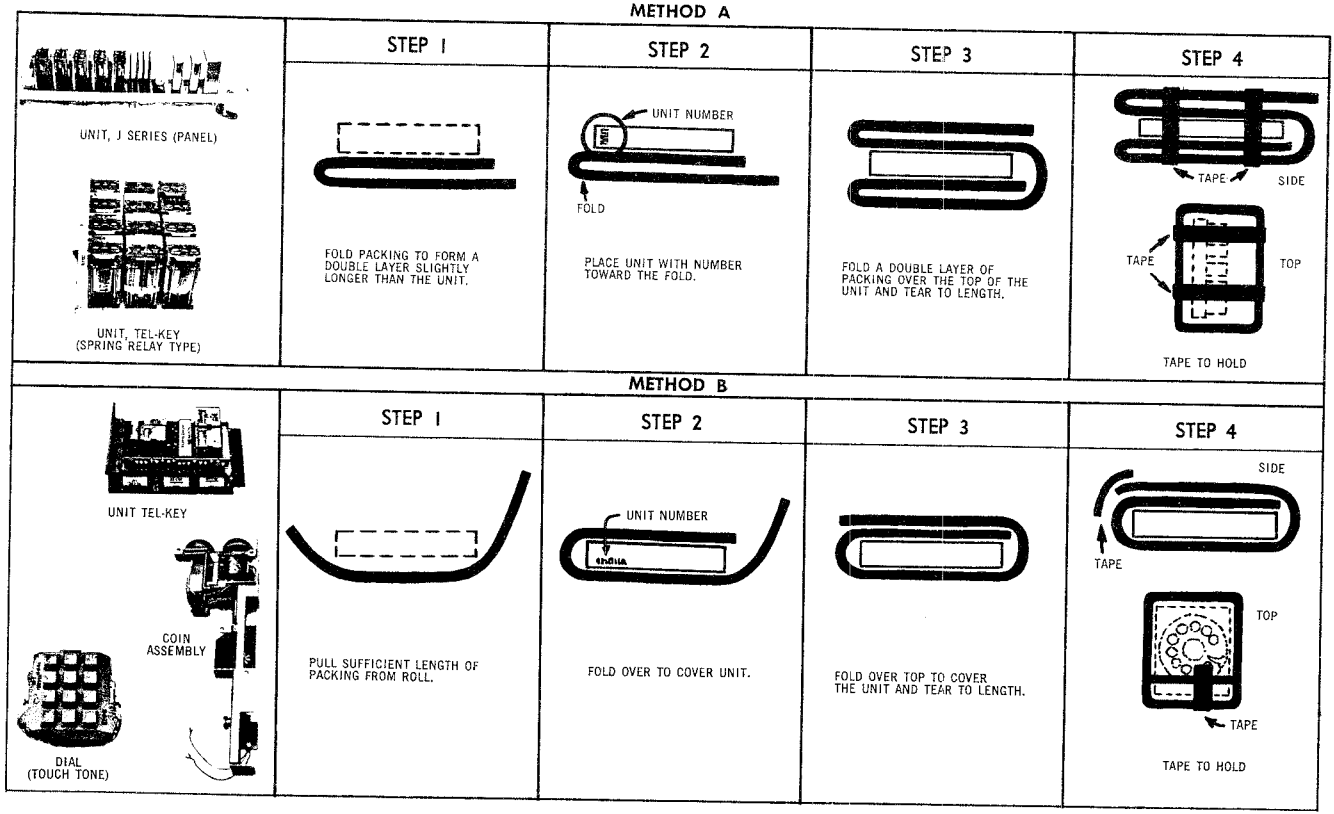

Fig. 6 — Procedures to be Used When Packing with Packing Resistant Shock
1.03 This section is reissued to replace Shock Resistant Wadding with Packing Resistant Shock and add Fig. 6.
(8) ***Key Telephone Units*** - When practical, the units shall be returned, assembled in the 105 Apparatus Box or Equipment Cabinet in which they were installed. When the units are loose, maximum protection shall be given by the use of Packing Kits or ***if the kits are unavailable, by cushioning with Packing Resistant Shock and crumpled paper in suitable cartons or containers. See Fig. 6.***
(10) ***Radiotelephone Equipment*** - This equipment shall be carefully packed, using Packing Resistant Shock. See Fig. 6.